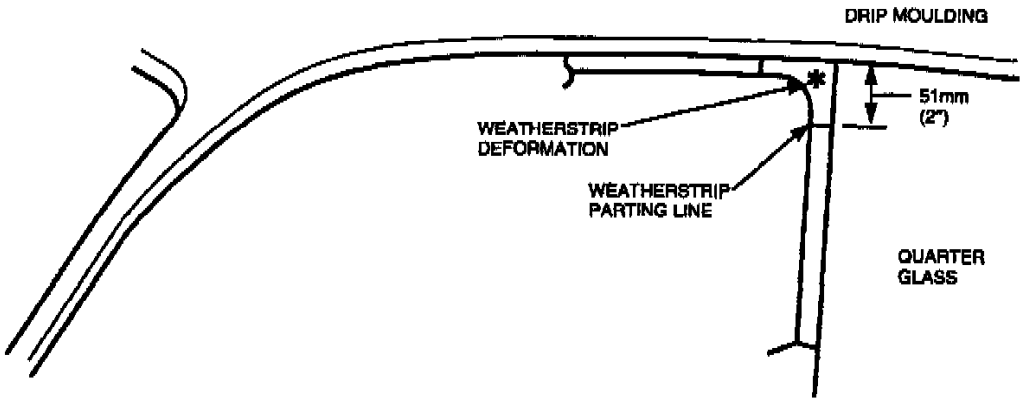

Figure 14
a. At top of B-pillar, measure from the bottom edge of drip moulding down 51 mm (2"). Mark the quarter glass (Figure 14).